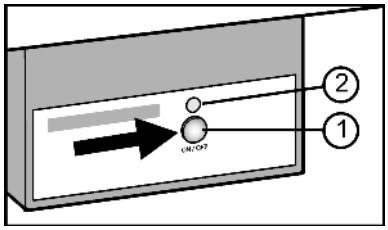

Fig. 29
▶ Нажмите и удерживайте кнопку On/Off *Fig. 29 (1)* так, чтобы светодиод *Fig. 29 (2)* загорелся.